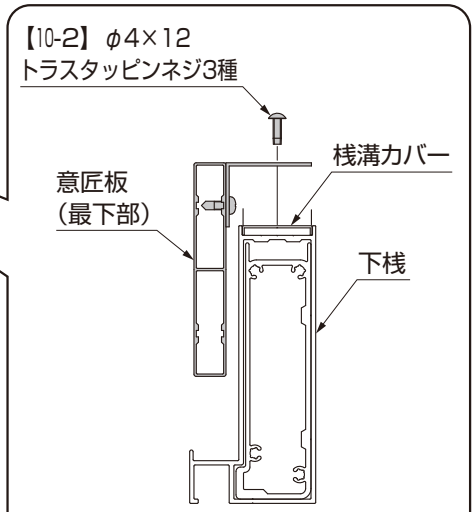

図4-9
③最下部の意匠板を桟溝カバーに【10-2】で取付けてください。（図4-9参照）